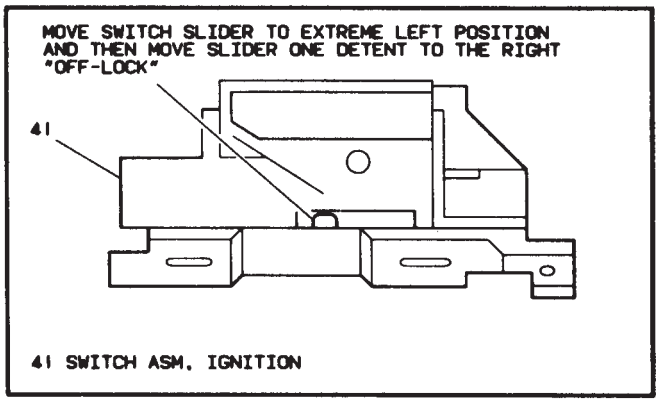

Figure 18 – Adjusting Ignition Switch
- Tighten bolts (48) to 30.0 N·m (22 lb.ft.).
NOTICE: Install ignition switch (41) to jacket (40) with switch in "OFF-LOCK" position. (See figure 18) New ignition switch will be pinned in "OFF-LOCK" position. Remove plastic pin after switch is assembled to column. Failure to do so may cause switch damage.
- Ignition switch assembly (43). (See figure 18)
13. Ignition switch assembly (41) and flat head screw (46).
NOTICE: Install ignition switch (41) to jacket (40) with switch in "OFF-LOCK" position. (See Figure 18) New ignition switch will be pinned in "OFF-LOCK" position. Remove plastic pin after switch is assembled to column. Failure to do so may cause switch damage.
1. Ignition switch assembly (41) to ignition switch actuator rod (21).
- Ignition switch assembly (41). (See Figure 18)
2. Ignition switch assembly (41) and flat head screw (46).